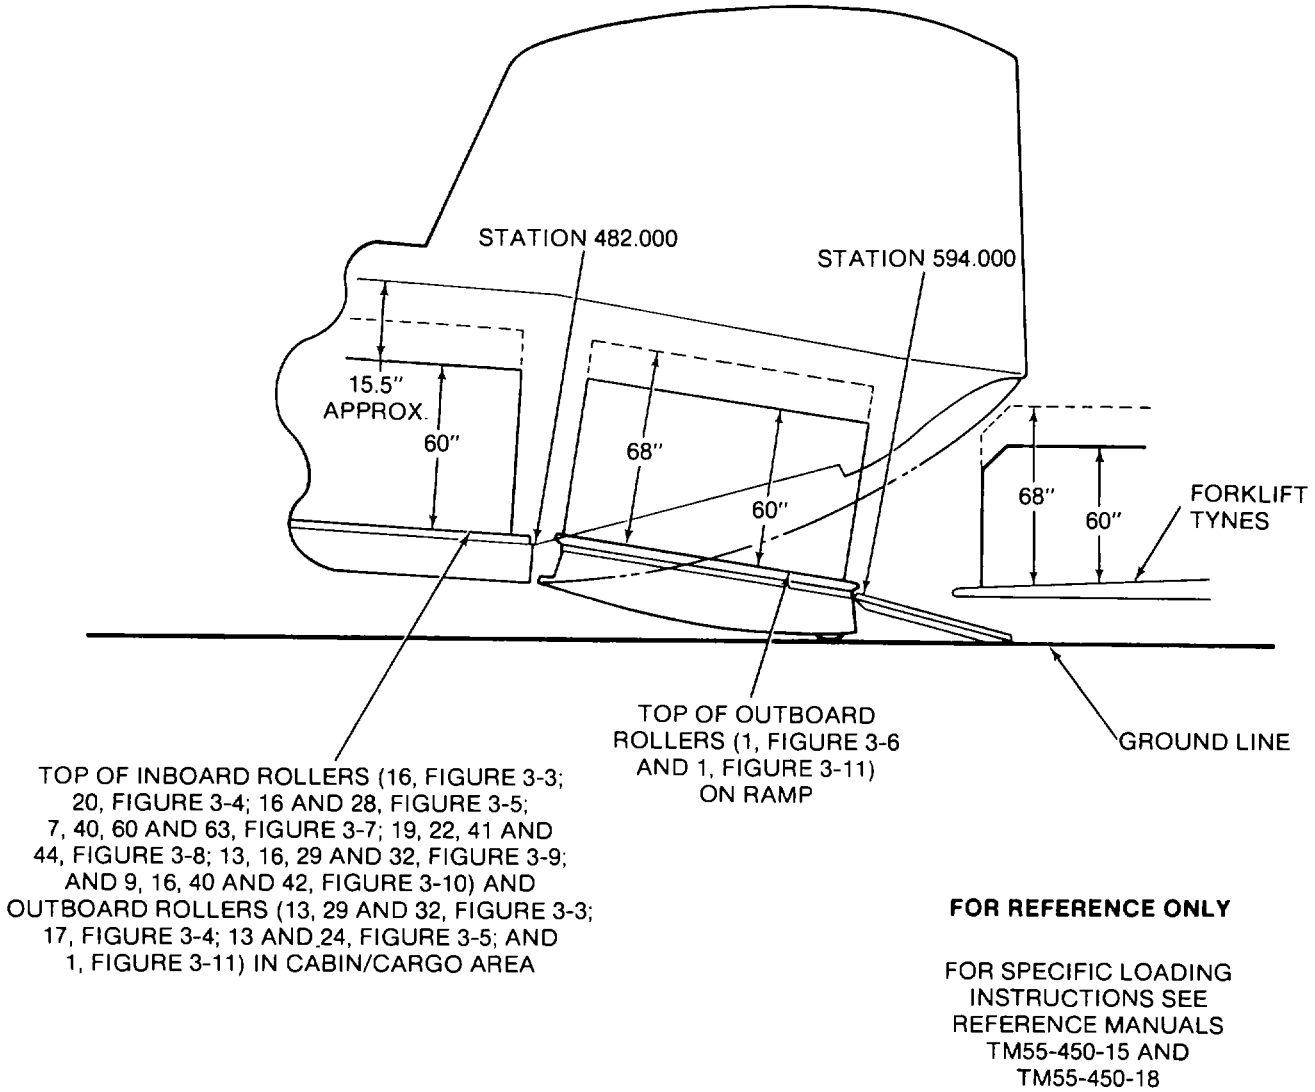

**Figure 2-29. Loading With Ramp Down (Forklift Loading)**
*a. 463L Pallets*. Refer to Table 2-6 to select the proper configuration for cargo system components during loading. Up to three pallets may be winched or manually loaded on the system. Loading configurations and clearances are shown in Figures 2-29, 2-30 and 2-31.